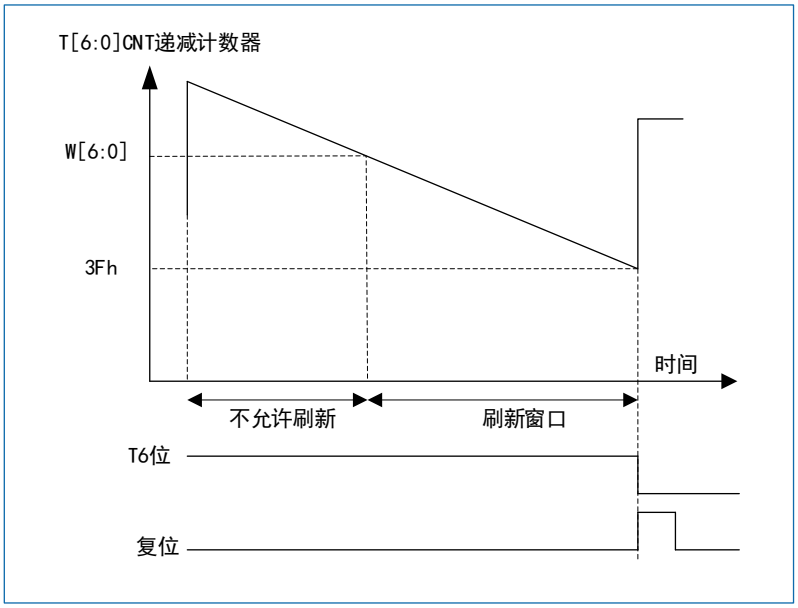

图 21-2 WWDG 时序图
- 当递减计数器在窗口外被重新装载，（若看门狗被启动）则产生复位。具体信息请参见：图 21-2。
T[5:0]位包含了看门狗产生复位之前的计时数目；复位前的延时时间在一个最小值和一个最大值之间变化，这是因为写入 WWDG_CR 寄存器时，预分频值是未知的。配置寄存器（WWDG_CFR）中包含窗口的上限值：要避免产生复位，递减计数器必须在其值小于窗口寄存器的数值并且大于 0x3F 时被重新装载，图 21-2 描述了窗口寄存器的工作过程。另一个重装载计数器的方法是利用提前唤醒中断（EWI）。设置 WWDG_CFR 寄存器中的 EWI 位开启该中断。当递减计数器到达 0x40 时，则产生此中断，相应的中断服务程序（ISR）可以用来加载计数器以防止 WWDG 复位。在 WWDG_SR 寄存器中写'0'可以清除该中断。
可以使用图 21-2 提供的公式计算窗口看门狗的超时时间。